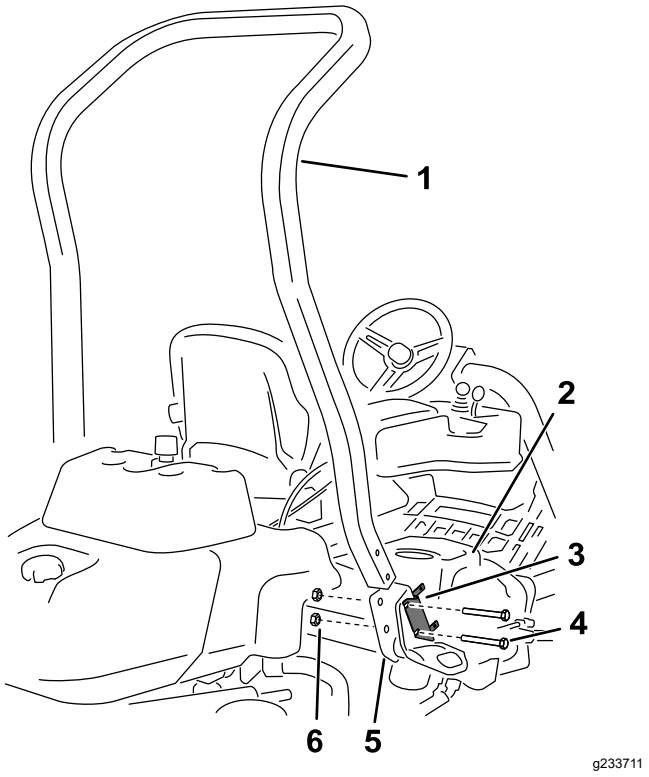

**Figur 3**
4. Fjern de 2 bolte, der fastgør sikringsblokbeslaget på styrtbøjlebeslaget som vist i Figur 3.